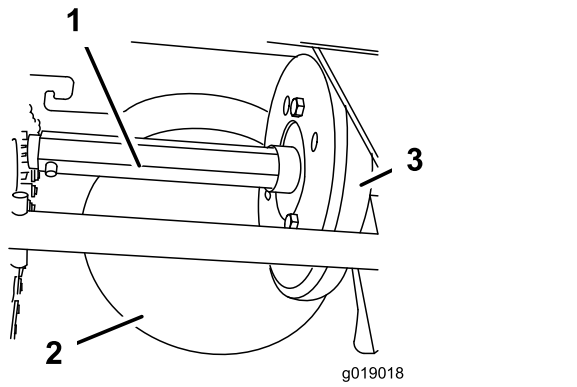

**Figura33**
Ungei anual arborele hexagonal cu ulei de motor auto (Figura33).
***Important:*** **Nu permitei uleiului să ajungă pe roata din cauciuc sau roata de transmisie cu friciune din oel, deoarece unitatea de traciune va patina (Figura33).**